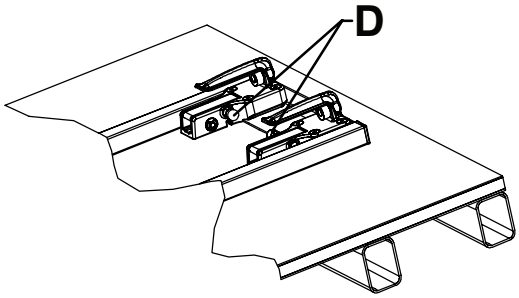

Figura 11 – Corretto orientamento dei ganci del lato testa – Vista 4C
- I pomelli di sblocco rossi devono essere orientati verso il centro del dispositivo di ancoraggio (Figura 11).